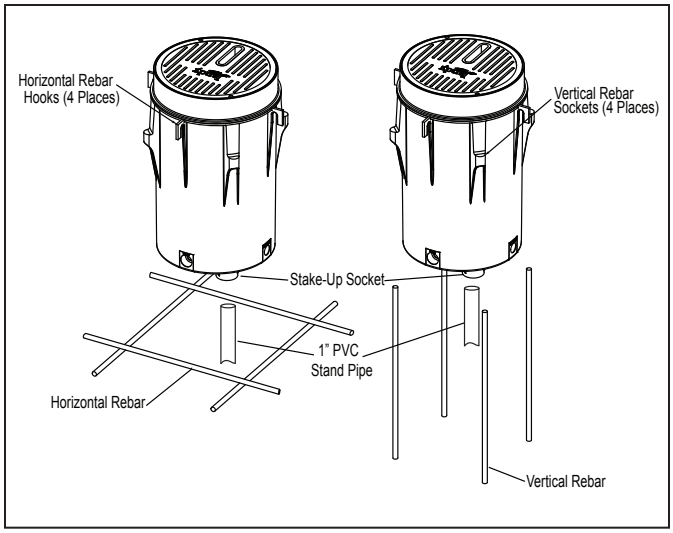

Figure 5. Deck Canister Rebar Hooks and Sockets
NOTE To ensure that the canister stays upright while installing ***and*** leveling the unit, place a 6 inch piece of 1 inch PVC pipe in the construction support stake-up socket located on the bottom of the canister (see Figure 5).
3. Level the deck canister. To hold the canister in place while the deck is poured, secure the canister by tying it with tie wire to the steel framework of the deck. To mount level, horizontal rebar hooks and vertical rebar sockets are provided around the outside of the canister. See Figure 5.
NOTE To ensure that the canister stays upright while installing and leveling the unit, place a 6 inch length of 1 inch PVC pipe in the stake-up socket feature located on the bottom of the canister (see Figure 5).
4. Level the deck canister. To hold the canister in place, position a 6 inch piece of 1 inch PVC pipe in the construction support socket located on the bottom of the canister (see Figure 5).